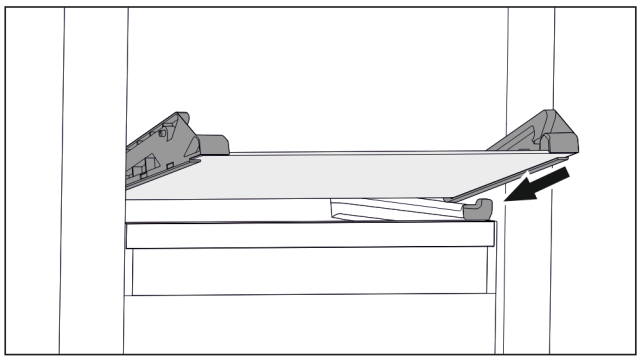

Fig. 93 Tilting drawer glass shelf
▶ Position glass shelf at an angle behind the stoppers. (see Fig. 93)